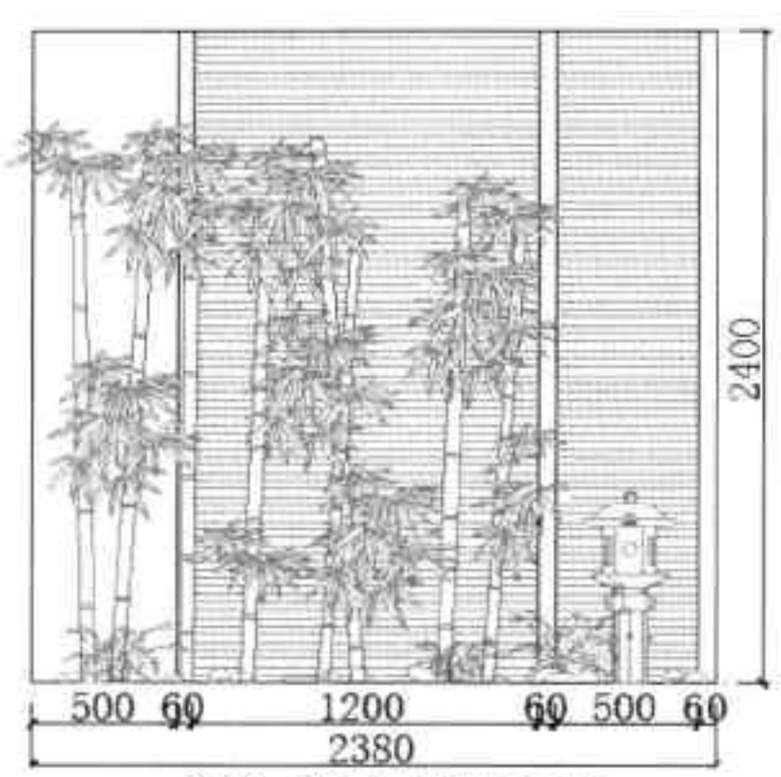

图20-63 标注图形尺寸
Step 13 执行“线性”命令，对图形进行尺寸标注，如图 20-63 所示。